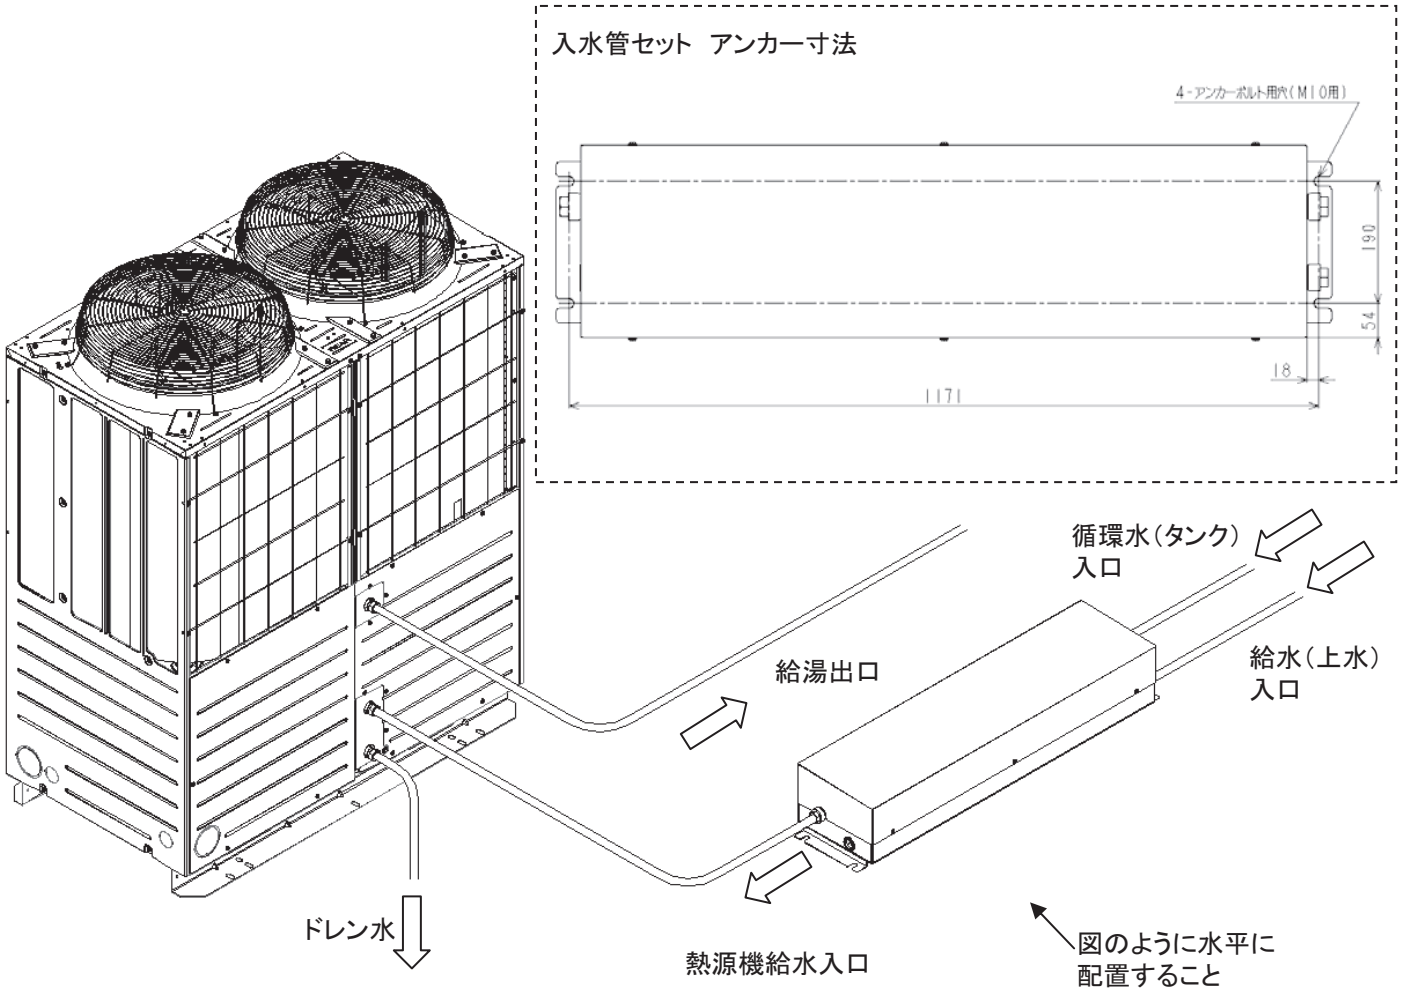

図 1. 入水管セット 取り付け図
・テーパネジ接続のシールテープ、配線固定用のタイラップバンドおよび入水管セット固定用のアンカーは現地手配品です。アンカーはM4×4本で図1を参照して固定してください。
2. 図1のように、開放タンクおよび給水ラインと給湯機の間に入水管セットを仮配置し、アンカー（現地手配）で固定してください。入水管セットおよび配管は必ず給湯機の据付制限内（20Aの場合、給湯機⇔開放タンク間は5mです。この間に入水管セットを設置する必要があります。）で設置してください。制限を越えて設置した場合は、運転に支障が生じたり、サービスができなくなるおそれがあります。